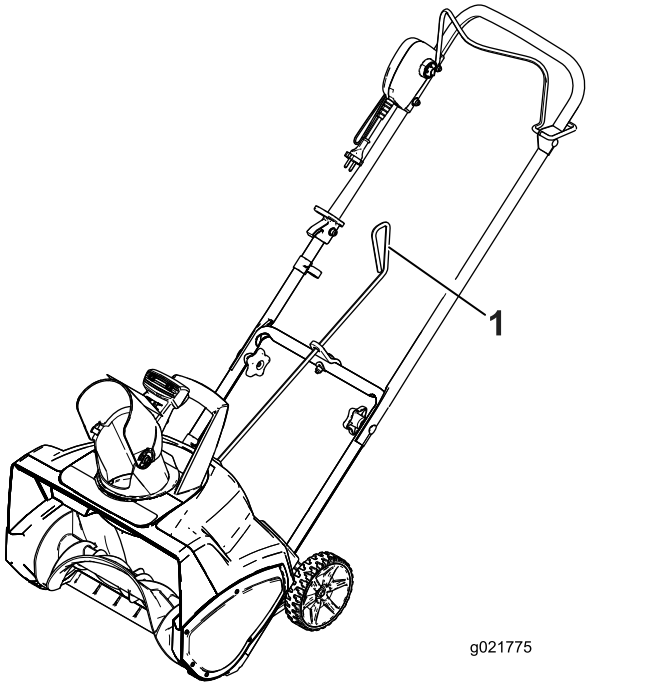
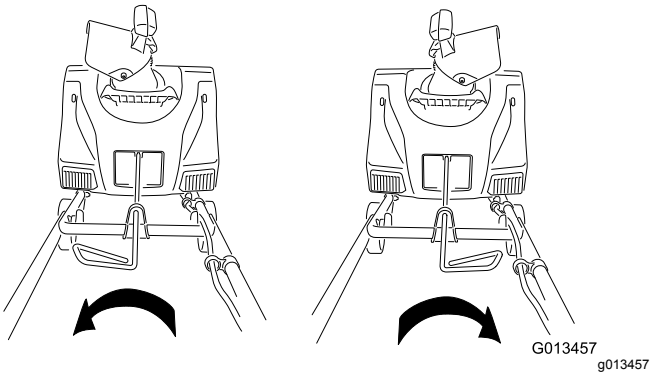

**Figure 6**
**Figure 7**
4. Vérifiez que la poignée de la tige d'orientation de la goulotte est dirigée vers le haut (Figure 6) et insérez la tige dans le trou de clavette au dos du carter.
6. Agitez la poignée de la tige d'orientation pour vérifier qu'elle se déplace dans la même direction que la goulotte (Figure 7).
Pour régler la goulotte, déplacez la poignée de la tige d'orientation dans la direction où vous souhaitez éjecter la neige (Figure 6 et Figure 7).